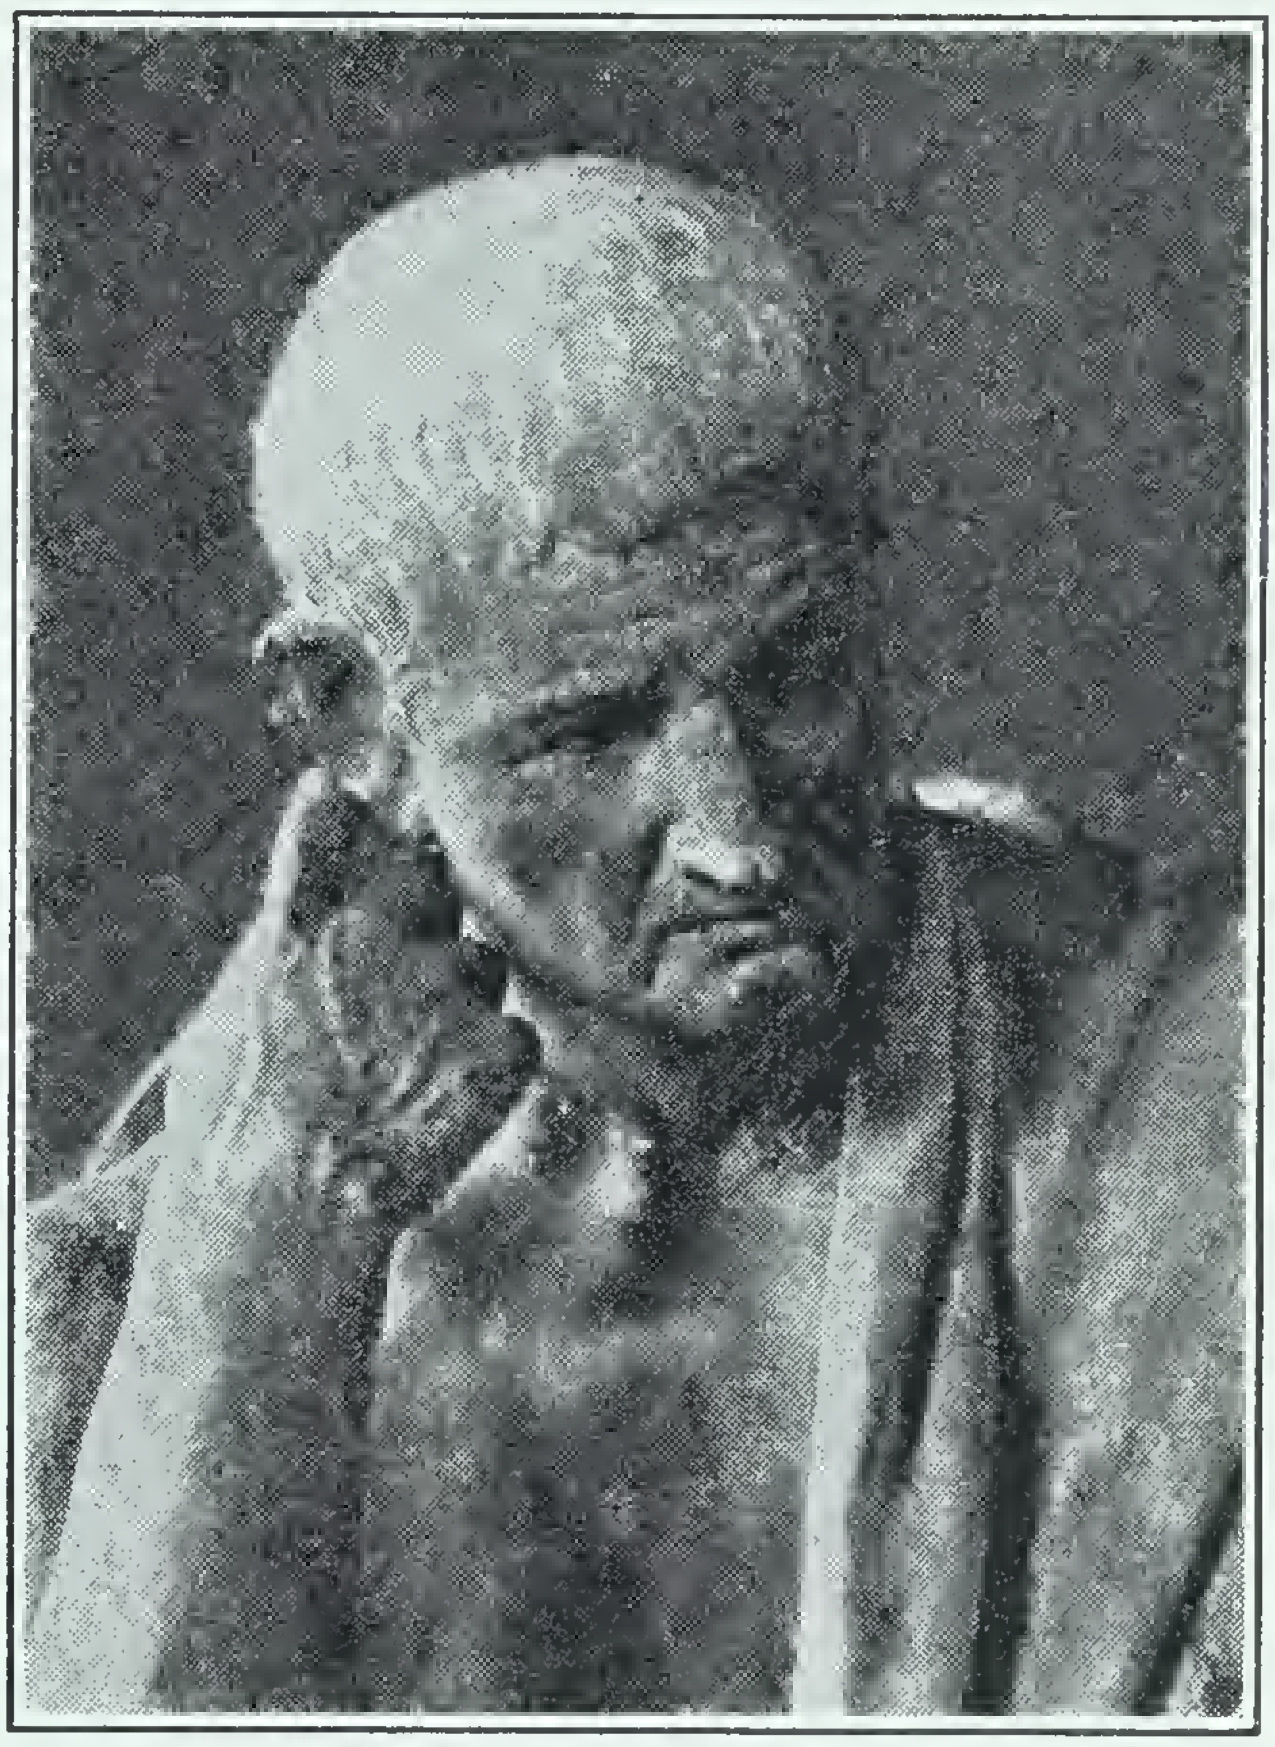

Fig. 1. Aristotle (384–322 B.C.)
1. *A great curiosity* about the workings of the world we live in. Most other ancient people were content to take the world as they found it, devoting themselves to useful arts and crafts and to practical affairs. But from very early times Greek teachers (called *philosophers*) wanted to know why things are as they are, why they are continually changing, what becomes of the things that seem to disappear. And as time went on they noticed more and more carefully what was going on in the world about them. One of the greatest of these philosophers was Aristotle (Fig. 1). He wrote about many things, especially about plants and animals.